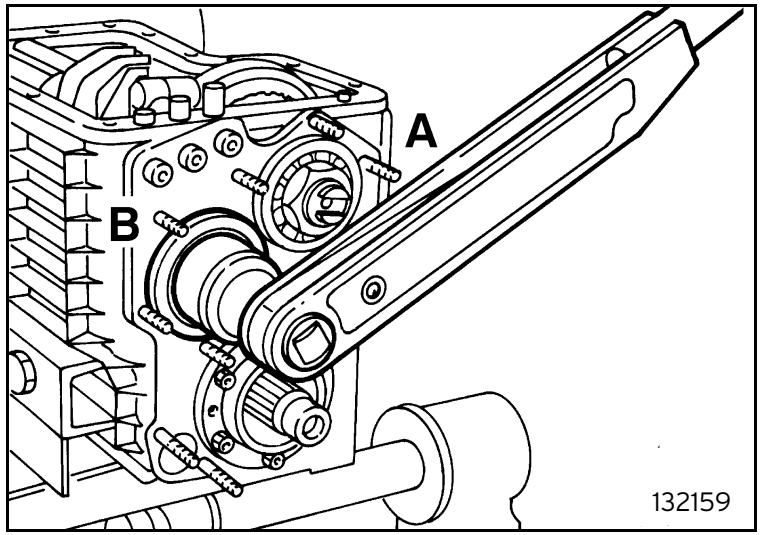

Fig. 60
- manually engage two gears through their engaging sleeves, then using tool 962495037 tighten the main shaft locking nut oil pump side (A) and countershaft locking nut oil pump side (B). Tighten both nuts to the specified torque (figure 60);